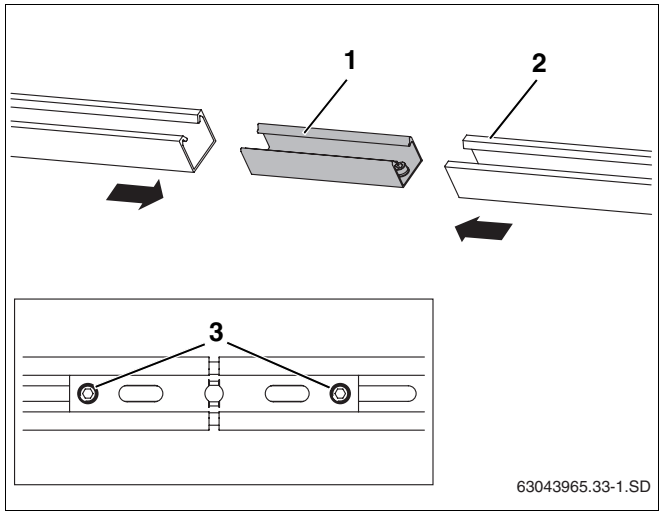

Abb. 31 Profilschienen verbinden
- Steckverbinder (Abb. 31, **Pos. 1**) bis zum Anschlag in beide Profilschienen (Abb. 31, **Pos. 2**) schieben.
- Zur Arretierung die beiden vormontierten Gewindestifte M10 (Abb. 31, **Pos. 3**) im Steckverbinder mit Schlüssel SW 5 anziehen.